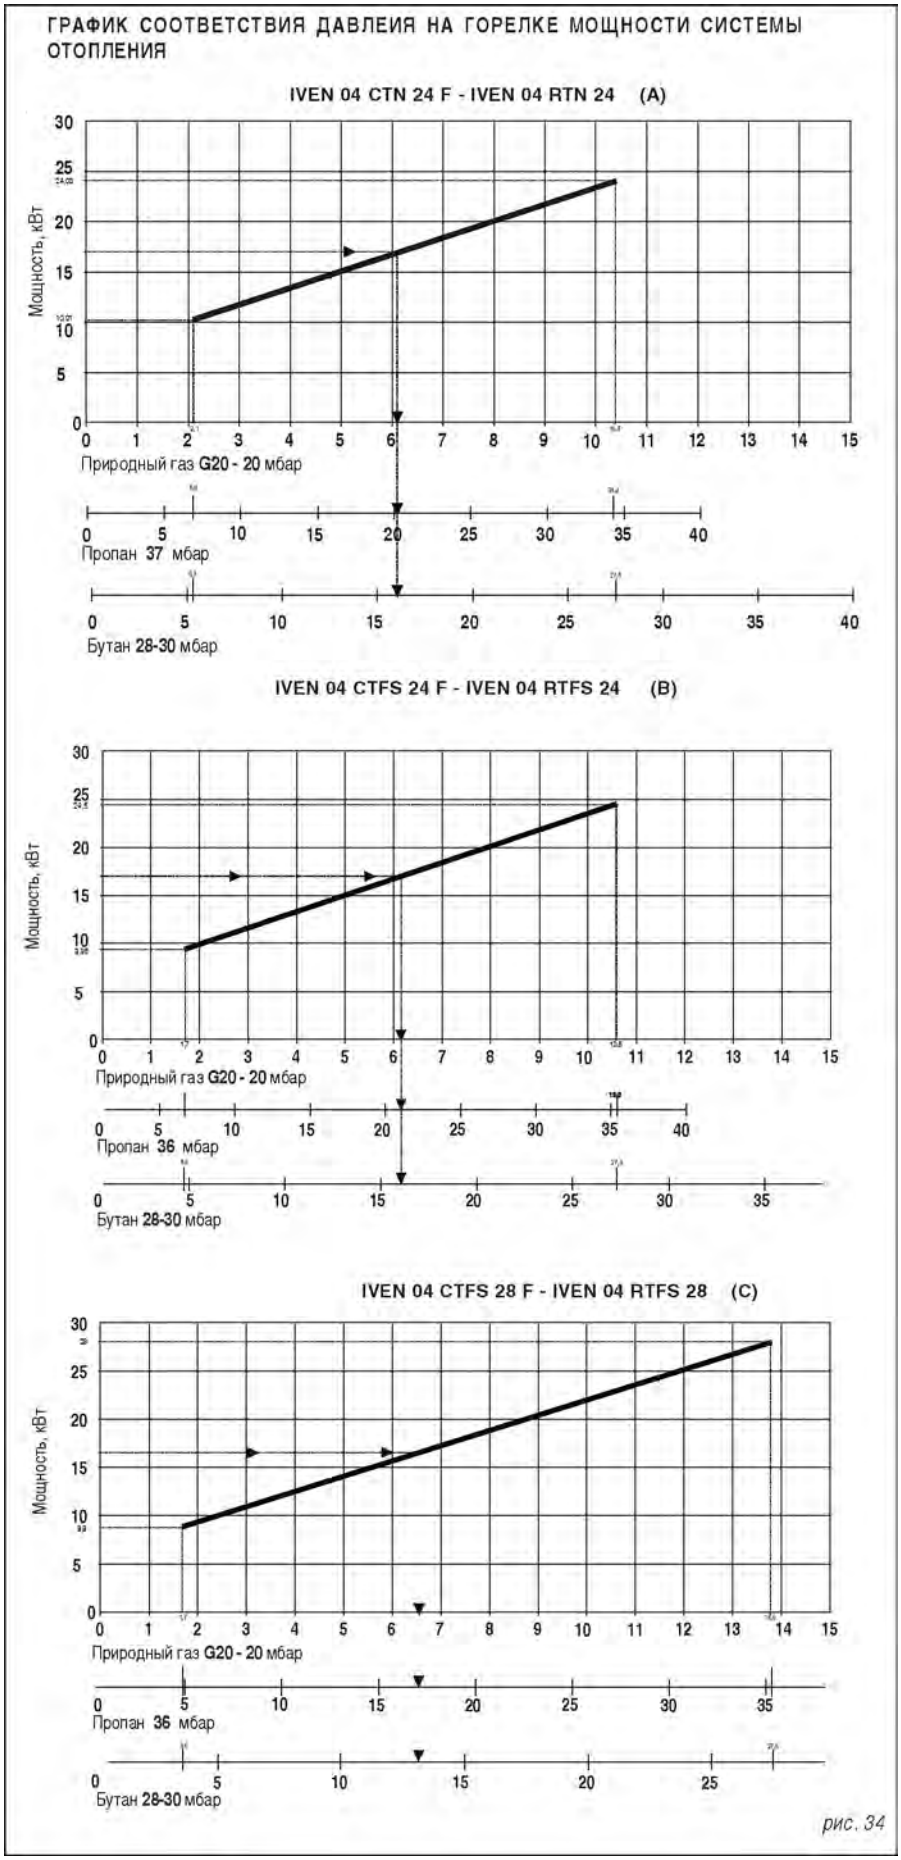

рис. 34
- Проверить значение давления и при помощи диаграммы на рис. 34 оценить соответствует ли мощность котла необходимым параметрам.
В случае неисправности горелки она автоматически отключается и комбинация различных индикаторов на панели управления (см. рис. 34) указывает код неисправности.